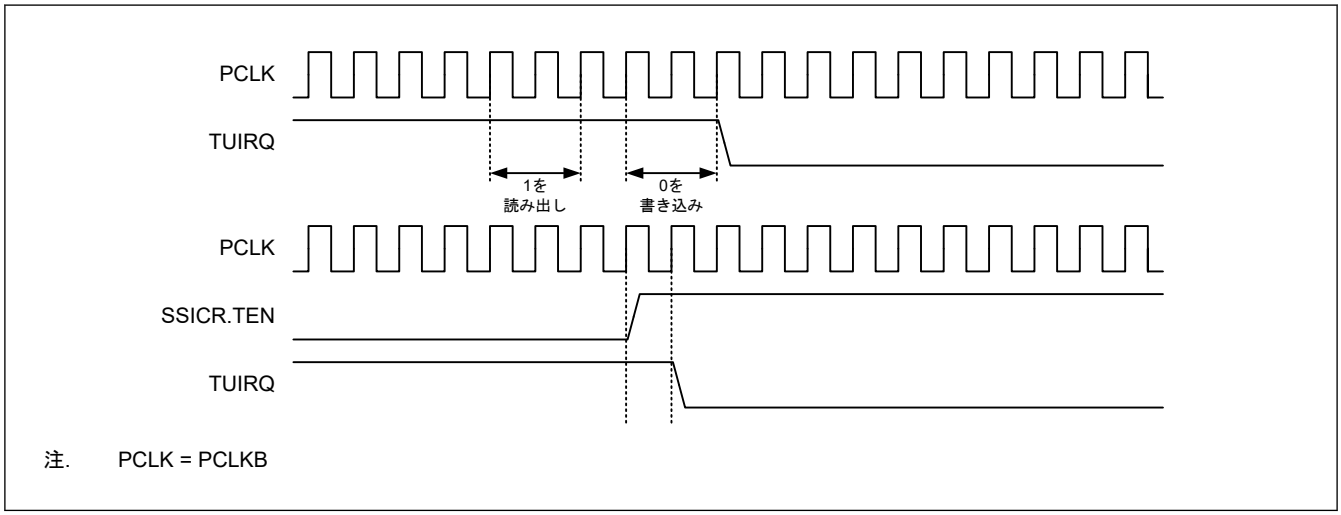

図 37.19 TUIRQ クリアタイミング
1. このビットから 1 を読み出したあとに 0 を書き込んだとき（図 37.19 のタイミングと同じ）